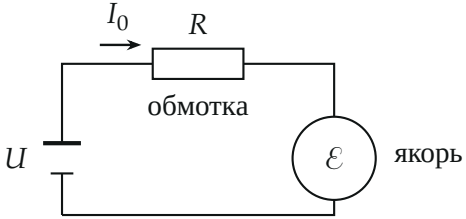

Рис. 2. Эквивалентная схема двигателя постоянного тока: сопротивление обмотки R и ЭДС $\mathcal{E}$ вращающегося якоря (против тока)
1. Модель двигателя. Обмотка двигателя — сопротивление R, а вращение якоря в магнитном поле даёт ЭДС $\mathcal{E}$, направленную против тока (рис. 2). Закон Ома для этой цепи: $U = I_0R + \mathcal{E}$. Умножим на I_0 — это закон сохранения энергии для двигателя: